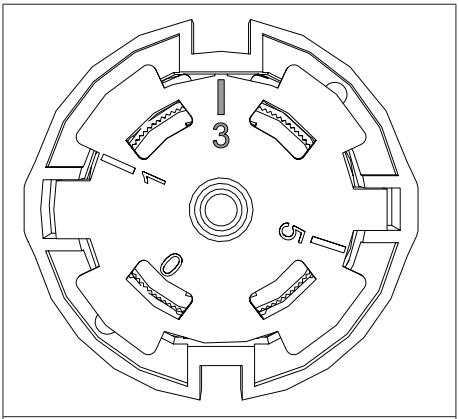

Fig. 13: Position de l’unité de capteur à la livraison
- Tourner l'unité de capteur sur position 3 (position de montage; voir Fig. 13 en page 56). Le chiffre 3 doit être aligné avec le trait de repère.